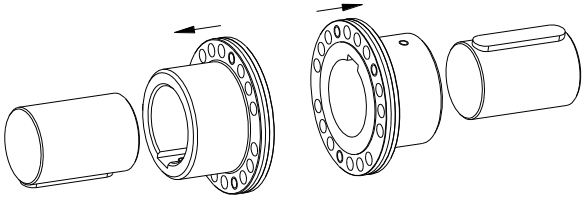

Рис. 14: Монтаж фланцев
- Установите фланцы на валах ведущей и ведомой стороны (см. рис. 14).